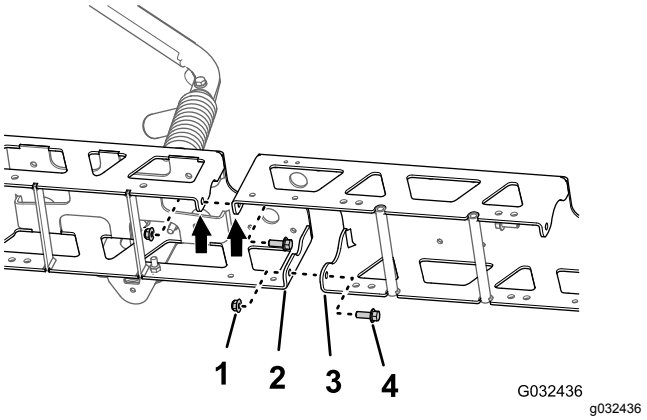

Figur 52
1. Juster hullerne i de lodrette flanger på midterbomforlængeren, så de passer med hullerne i afstiverstellet (Figur 52).
2. Sæt løst midterbomforlængeren på afstiverstellet (Figur 52) med de 2 flangehovedbolte (3/8 x 1 tomme) og 2 flangelåsemøtrikker (3/8 tomme), som du afmonterede i trin 1 i Adskillelse af afstiverne til midtersprøjtesektionen (side 24).
3. Juster hullerne i de lodrette flanger på midterbomforlængeren, så de passer med hullerne i det andet afstiverstel (Figur 52).
4. Sæt løst midterbomforlængeren på det andet afstiverstel (Figur 52) med de 2 flangehovedbolte (3/8 x 1 tomme) og 2 flangelåsemøtrikker (3/8 tomme) fra GeoLink-finishingsættet til sprøjtesystem (Figur 52).